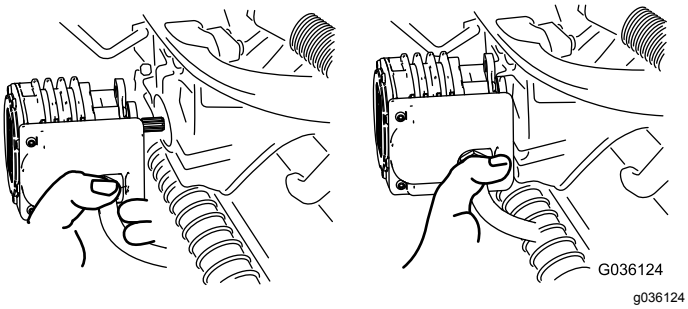

**Rysunek 52**
4. Umieść silnik w magazynku znajdującym się z przodu ramienia podwieszonego (Rysunek 52).